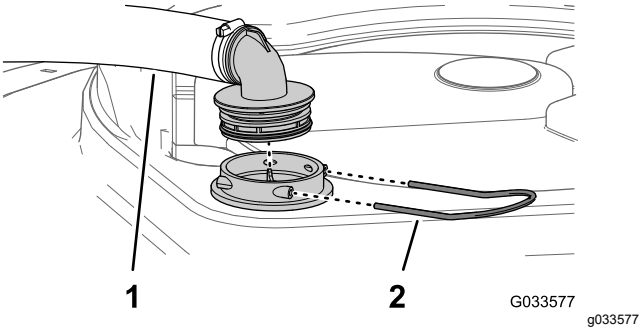

Figura 112
2. Na parte superior do depósito do pulverizador, retire a fixação que prende a união da mangueira unida à tubagem grande da estrutura do filtro (Figura 112).
3. Retire a tubagem e a união da tubagem da estrutura do filtro (Figura 112).